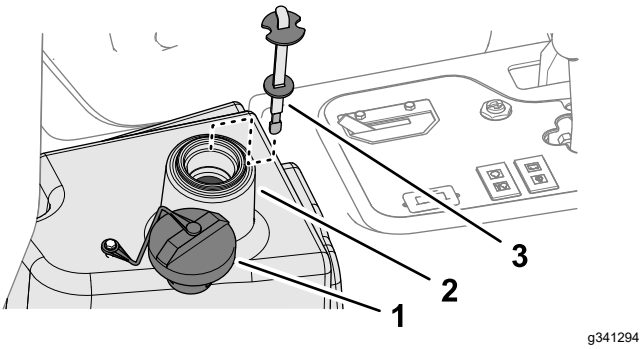

Rysunek 87
4. Napełnij zbiornik (Rysunek 87) ok. 22,7 litra świeżego oleju hydraulicznego, patrz Specyfikacja oleju hydraulicznego (Strona 61).